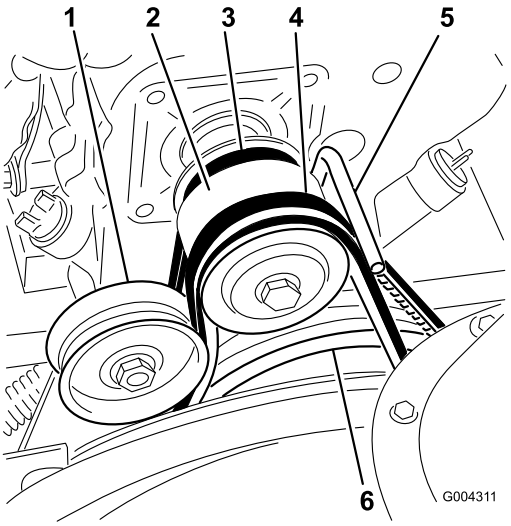

Bild 31
1. Bundbolzen (2)
3. Lösen Sie die Riemenführung (Bild 31).
4. Nehmen Sie den Antriebsriemen für Spindel/Gebläserad von der Motorscheibe und der großen Räumwerk-/Laufradscheibe ab (Bild 31).
9. Nehmen Sie den Fahrantriebsriemen von der Motorscheibe und der großen Antriebsriemenscheibe ab (Bild 31).
11. Legen Sie den Riemen um die Motorscheibe. Achten Sie dabei darauf, dass sich der Riemen an der Innenseite der Riemenführung befindet (Bild 31).
16. Legen Sie den Antriebsriemen für Räumwerk/Gebläserad um die große Riemenscheibe für Räumwerk/Gebläserad und um die Motorscheibe. Achten Sie dabei darauf, dass sich der Riemen auf der Innenseite der Spannscheibe und Riemenführung befindet (Bild 31).
2. Lösen Sie die Riemenführung (Bild 31).
3. Nehmen Sie den Antriebsriemen für Spindel/Gebläserad von der Motorscheibe und der großen Räumwerk-/Laufradscheibe ab (Bild 31).
4. Montieren Sie an der großen Riemenscheibe des Räumwerks/Gebläserads einen neuen Riemen (Bild 31).
5. Legen Sie den Riemen um die Motorscheibe. Achten Sie dabei darauf, dass sich der Riemen an der Innenseite der Riemensführung befindet (Bild 31).